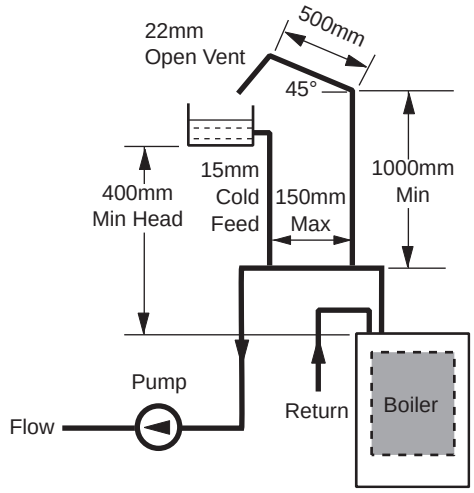

Fig. 4 **Typical Low Head Installation**
1. Using a close coupled arrangement the minimum head is as shown in the diagrams (Figs. 4, 5 & 6) subject to the following conditions: